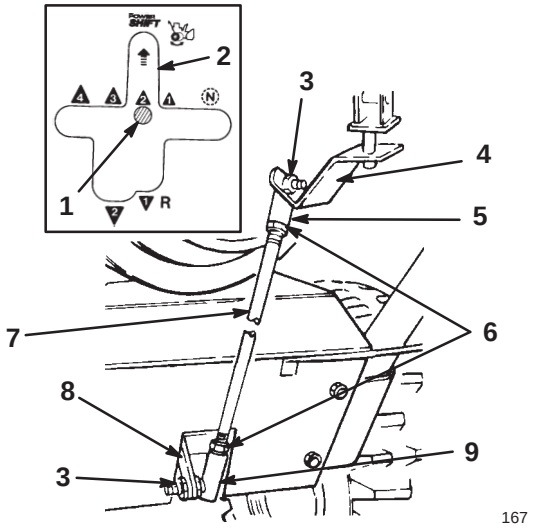

Figur 6
3. Lägg i tvåans växel och kontrollera växelstångens inriktning med Power Shift-skåran (se infällningen i figur 6).